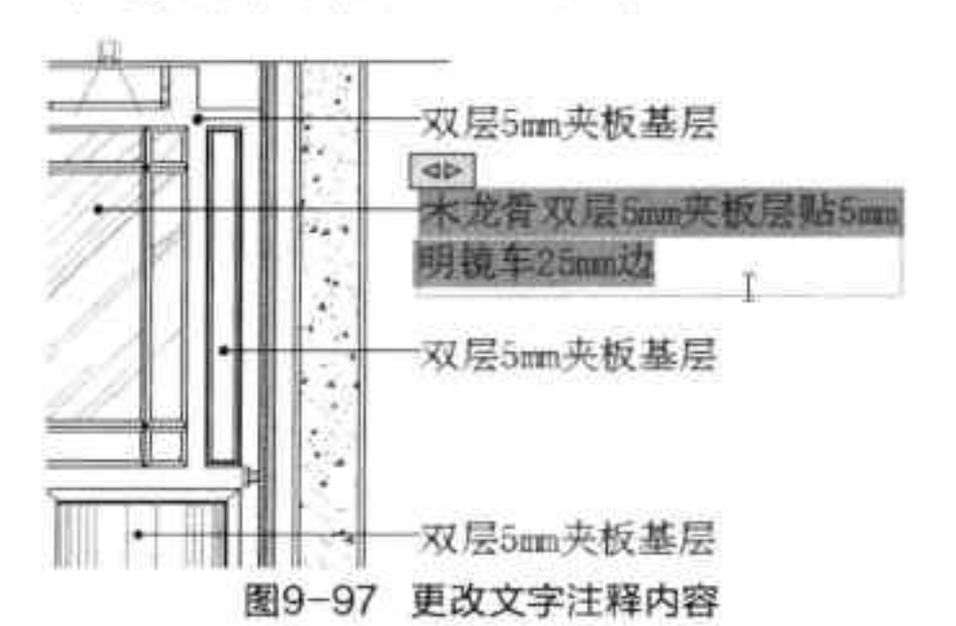

图9-97 更改文字注释内容
Step21 双击要修改的文字注释内容，当文字变成可编辑状态时，输入新注释内容即可更改，如图9-97所示。